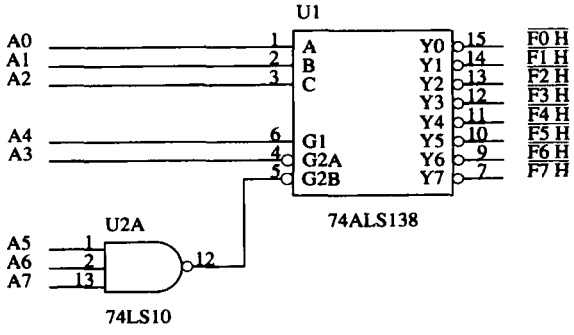
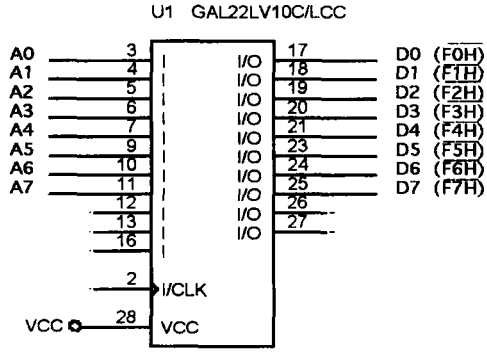

图 11-10 译码 8 位 I/O 端口的端口译码器,为端口 F0H ~ F7H 产生低有效输出
图 11-11 产生端口选择信号 F0H ~ F7H 的 PLD
图11-10给出了一个74ALS138译码器，它译码8位I/O端口F0H～F7H（假定此系统只将I/O端口00H～FFH用于此译码器）。除只将地址位A_7～A_0与译码器输入相连之外，此译码器与存储器地址译码器相同。图11-11给出了PLD型译码器，即使用一个GAL22V10作为译码器。PLD是一个更好的译码器电路，因为集成电路的数目已被减少到只有一个器件。PLD的VHDL代码描述如例11-2所示。
-- 图11-11中译码器的VHDL代码描述